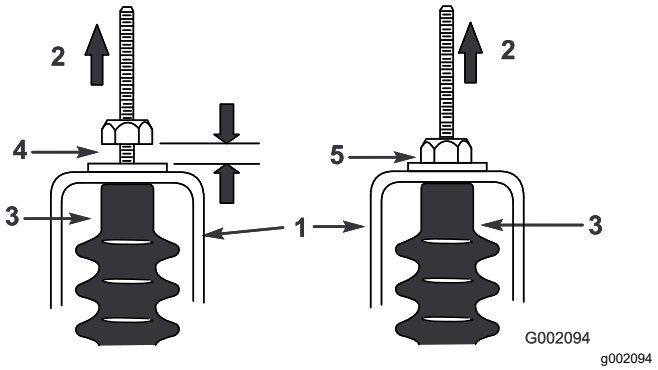

Figuur 60
5. Trek aan beide kabels van het schakelmechanisme en zorg ervoor dat er een ruimte van 0,76 tot 1,52 mm tussen de moer/ring en de beugel van de neutraalstand is (Figuur 60).